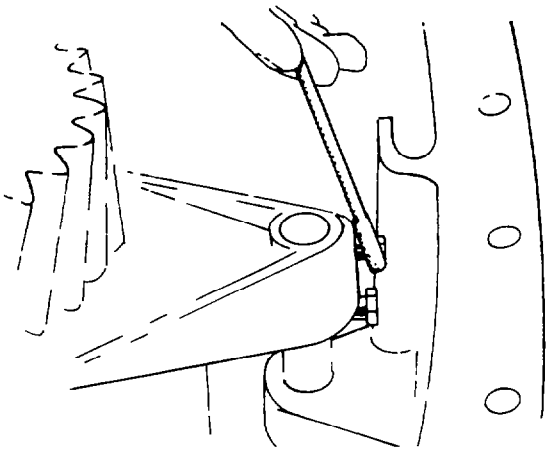

Fig. 234 — Removing Selector Shaft
z. Remove the Hi-Lo range selector fork locating screw through the case rear opening. Turn the case to the horizontal position and remove the selector shaft from the front of the case (see fig. 234).